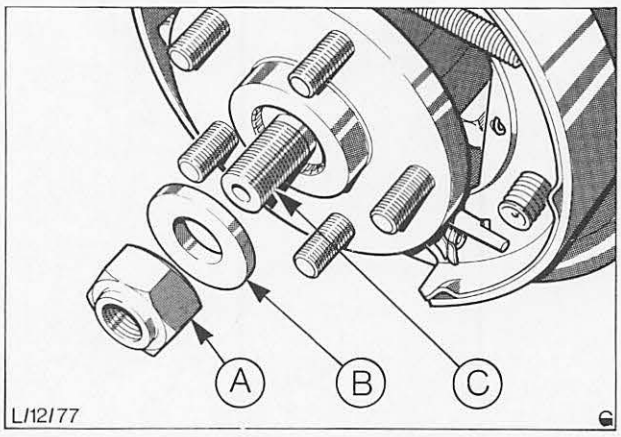

Abb. 48 A = Mutter
8. Radnabe montieren und Achsmutter befestigen, Abb. 48.